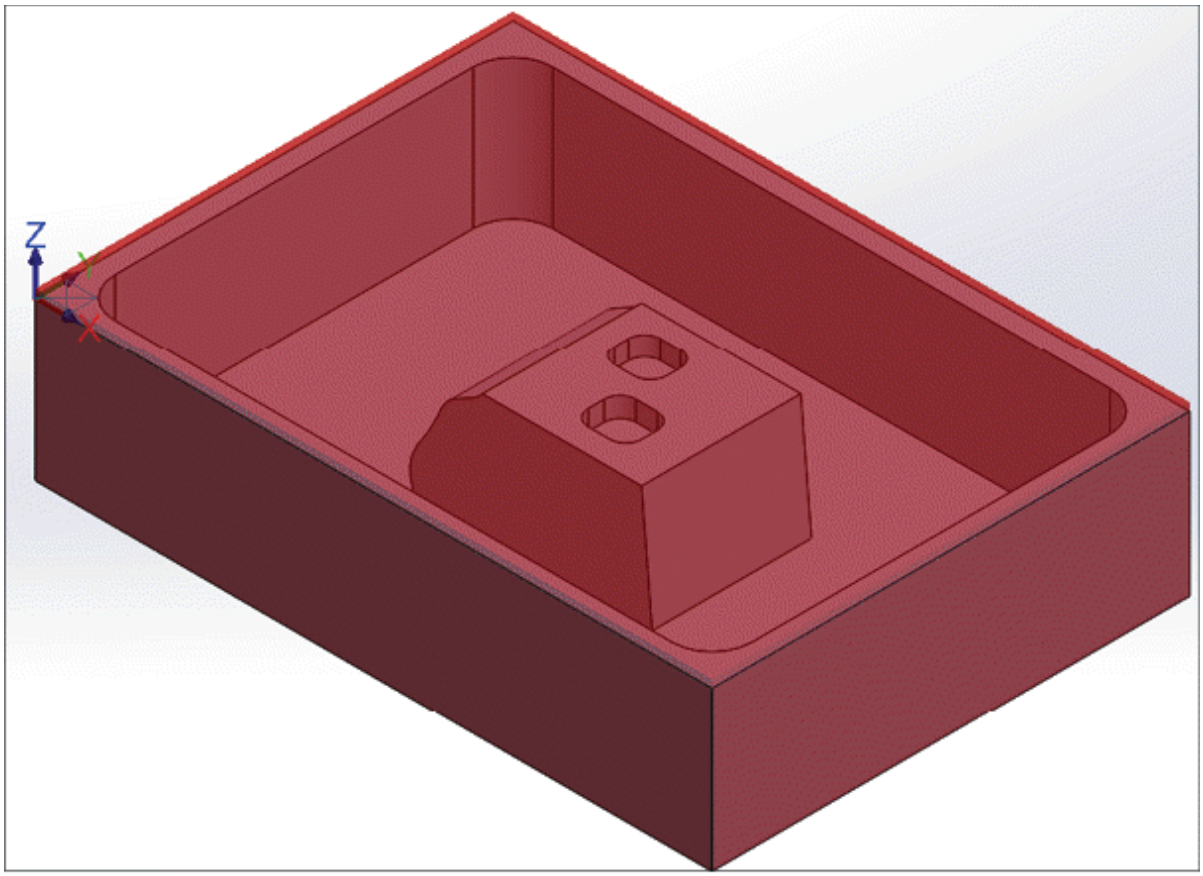

Figure-27. Stock created for practical 2
- Click on the **OK** button from the **Manager** to create the stock. The model with stock will be displayed as shown in Figure-27. If the stock is not displaying by default, then select the **Stock Display** toggle button and then **Stock Shading** button from the **Stock** panel of **Toolpaths** tab in the **Ribbon**.